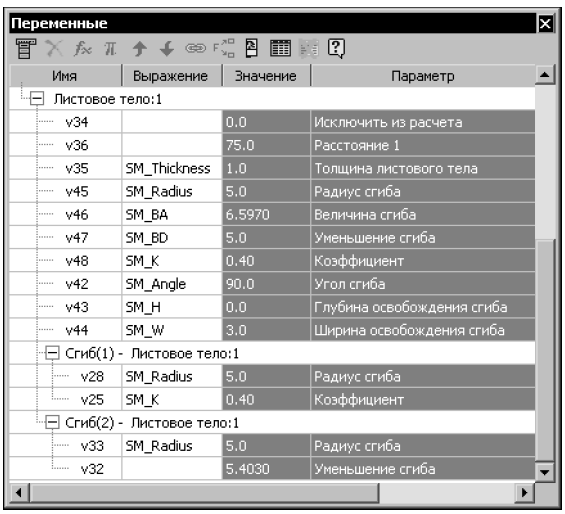

Рис. 106.9. Отображение сгибов в Окне переменных
5. Сгибы, у которых отключено определение параметров по исходному объекту (см. раздел 108.3.6 на с. 225), отображаются в Окне переменных как самостоятельные элементы, подчиненные своему исходному объекту (рис. 106.9). Параметрами этих сгибов являются радиус и параметр развертки. Если значение параметра совпадает со значением соответствующей переменной, то она автоматически приравнивается этому параметру: